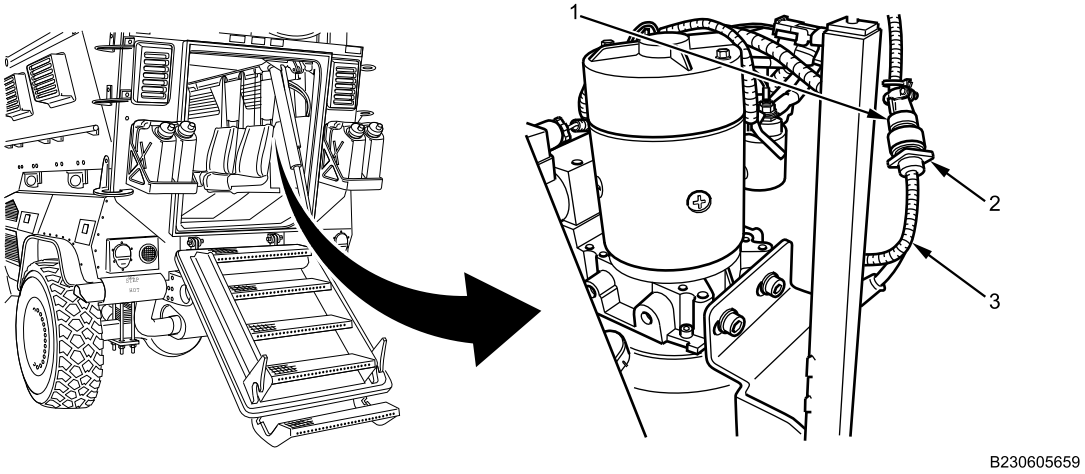

Figure 4. Rear Door/Ramp Hydraulic System Harness Connector.
1. Position rear door/ramp hydraulic system harness (Figure 4, Item 3). Connect rear door/ramp hydraulic system harness connector (Figure 4, Item 2) to rear door/ramp control harness connector (Figure 4, Item 1).